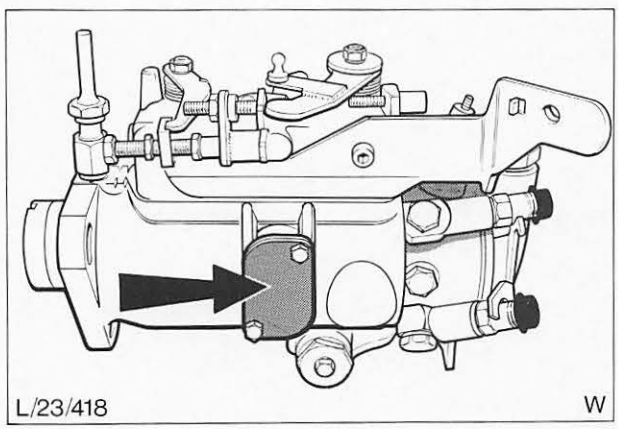

Abb. 41 Einspritzpumpen-Deckplatte
14. Zwei Schrauben entfernen und Pumpendeckplatte abnehmen (Abb. 41).